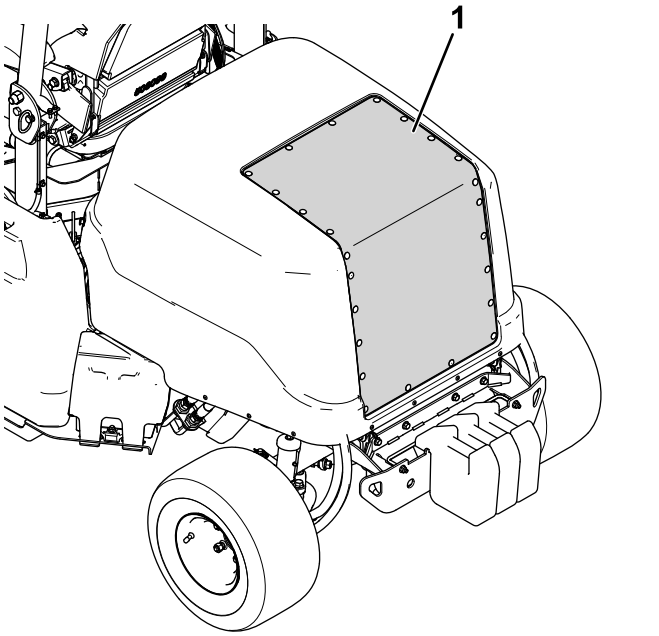

Figur 69
2. Brug trykluft til at rengøre motorhjelmens skærm (vist på Figur 69). Led luften ud af maskinen.